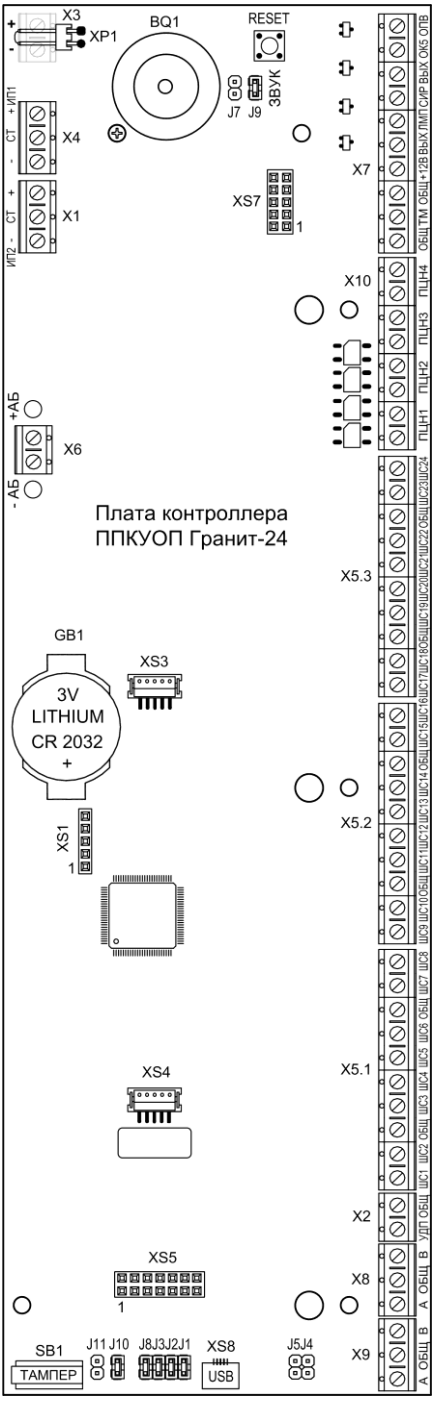
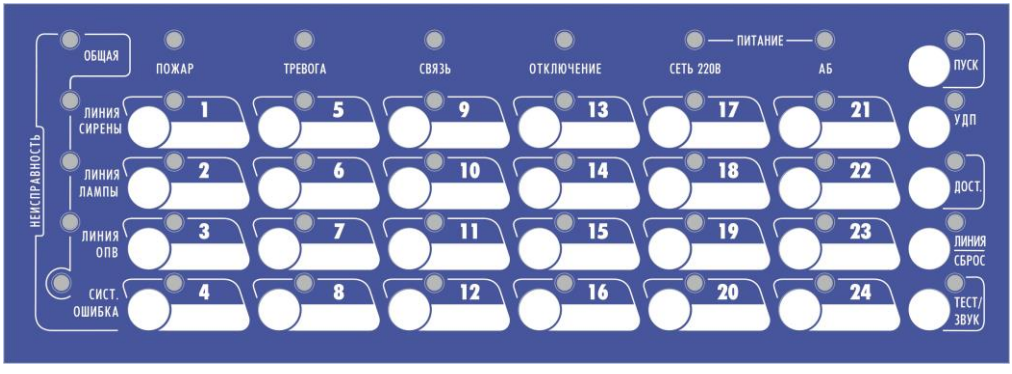

Рис.1 Плата контроллера прибора (вид со снятой панелью и платой индикации)
Рис.2 Панель индикации и управления ППКУОП Гранит-24
Конструктивно прибор состоит из корпуса (основания) и съёмной крышки. В корпусе расположены: плата контроллера (см. рис.1) с установленной на ней платой индикации и плата источника питания. На плате индикации установлена панель индикации и управления прибора (см. рис.2). На плате контроллера расположен разъем для подключения Wi-Fi коммуникатора (см. паспорт на WiFi коммуникатор). В корпусе прибора также предусмотрен отсек для размещения аккумуляторной батареи и отсек для размещения GE коммуникатора (см. паспорт на GE коммуникатор).
(рис.1) расположены:
На плате источника питания прибора (расположена под платой контроллера, на рис.1 не показана) расположен **клеммник «220В»**, предназначенный для подключения прибора к сети 220 В и установлен **самовосстанавливающийся предохранитель**, который не требует замены после срабатывания.
3.2 На панель индикации и управления прибора (см. рис.2) выведены: